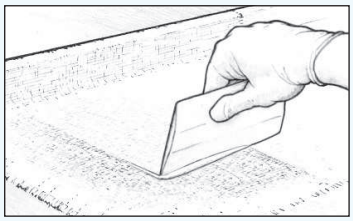

Figur 24 Dra av överflödig epoxi från ytan med ett spackelverktyg av plast innan den hårdnar.
6. Dra av överflödig epoxi från ytan med en limspridare (Figur 24). Gör överlappande drag med jämnt tryck. På detta sätt undviks att väven glider av ytan. Om du trycker för hårt med limspridaren riskerar du att skapa torra fläckar. Ytan glänser om det finns för mycket epoxi på den, men den ser jämn och genomskinlig ut och konturerna på väven är fortfarande synliga på laminat som applicerats med rätt mängd epoxi. Efterföljande skikt av epoxi fyller ut konturerna i väven om så behövs.